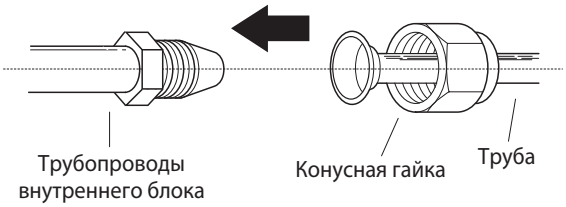

Рис. 5.7
1. Совместите центры двух труб, которые необходимо соединить. См. ***рис. 5.7***.